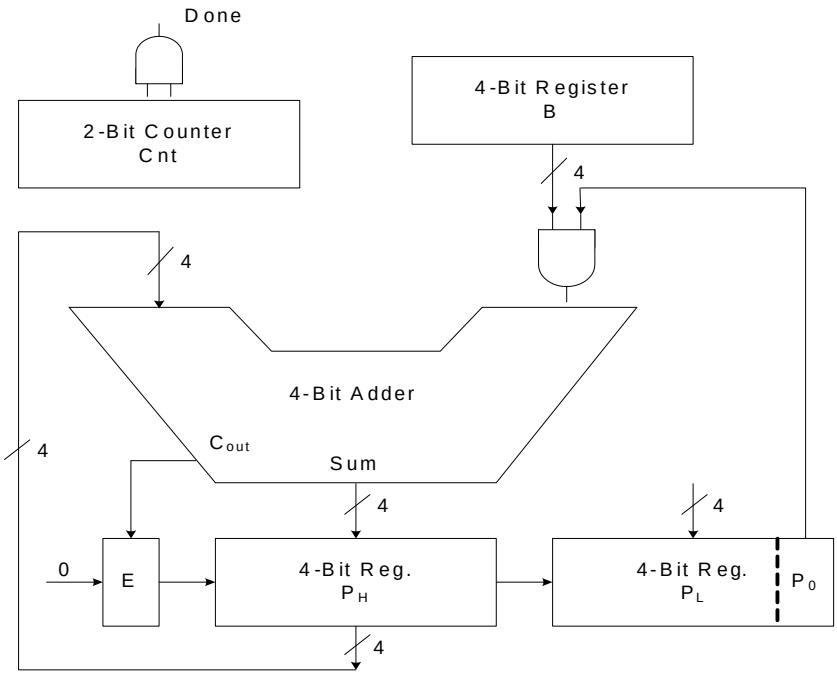

Figure 12.3: Multiplier Data Path.
The data path for the sequential multiplier is shown in Figure 12.3. It consists of several registers and an adder. The required registers include:
3. Construct a design similar to Figure 12.3 constraining the inputs of the *multiplier* (A) to be at decimal value “10”, and constraining the inputs of the *multiplicand* (B) to be at decimal value “6”.